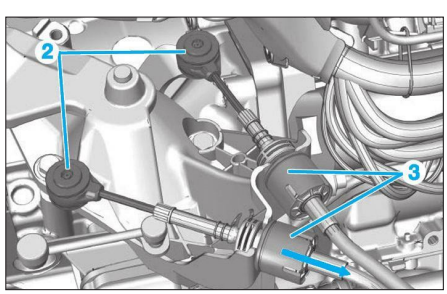

**Fig. 3**
• Désaccoupler les deux rotules (2) **(Fig.3)**.
• Pousser vers le bas pour déverrouiller les attaches de maintien des câbles (3).